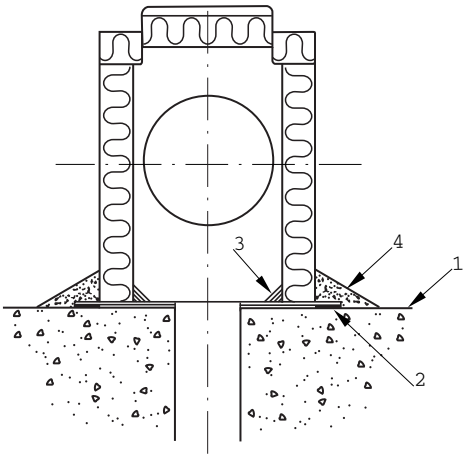

Fig. 15
B) Infästning av produkt mot byggnadskropp. Fig. 15.